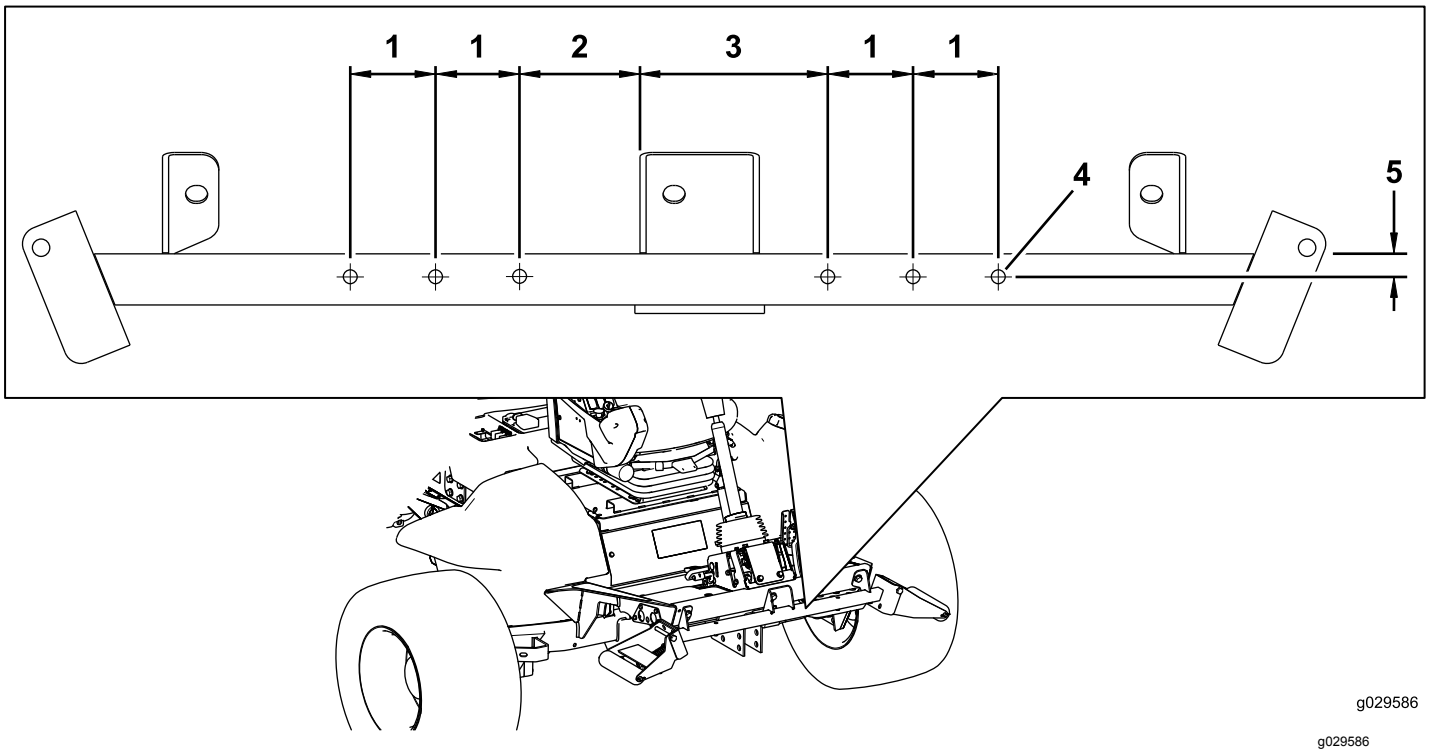

Figura 2
5. Utilizando as dimensões na Figura 2, localize a marca e faça seis furos de 1 cm em ambas as paredes do tubo de suporte do rolo.